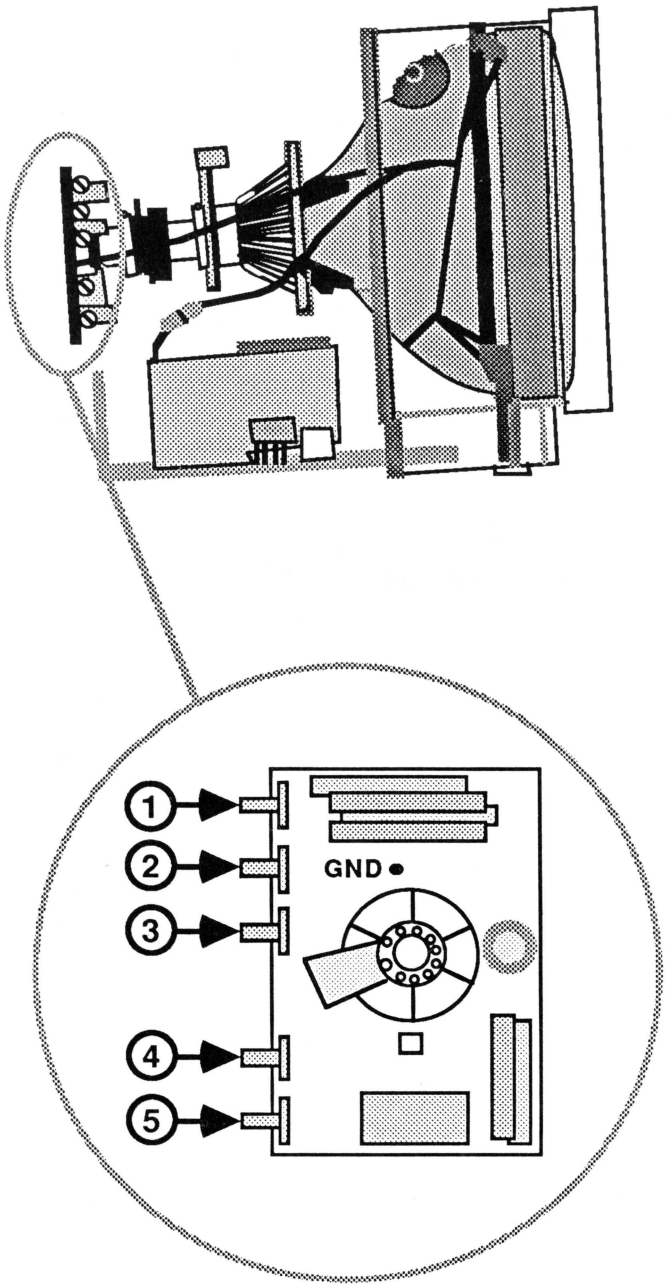

FIGURE 9
15. Locate the internal color controls on the CRT socket board (Figure 9).
a. **B-DRIVE** (Figure 9, #1) - 1/2 clockwise position.
b. **R-DRIVE** (Figure 9, #4) - 3/4 clockwise position.
c. **B-BKG** (Figure 9, #2) - 1/2 clockwise position.
d. **G-BKG** (Figure 9, #3) - 1/4 clockwise position.
e. **R-BKG** (Figure 9, #5) - 1/2 clockwise position.
17. Rotate the **B-DRIVE** control (Figure 9, #1) clockwise until the raster begins to appear bluish.
18. Rotate the **R-BKG** control (Figure 9, #5) to its 1/4 clockwise position, then rotate it clockwise until the raster just begins to show a reddish hue.
19. Alternately adjust the **B-BKG** and **G-BKG** controls (Figure 9, #2 and #3) until the raster is a grayish-white. No predominant color (red, blue, or green) should be visible. These controls should not have to be turned very far in the clockwise direction to achieve a neutral grayish-white raster.